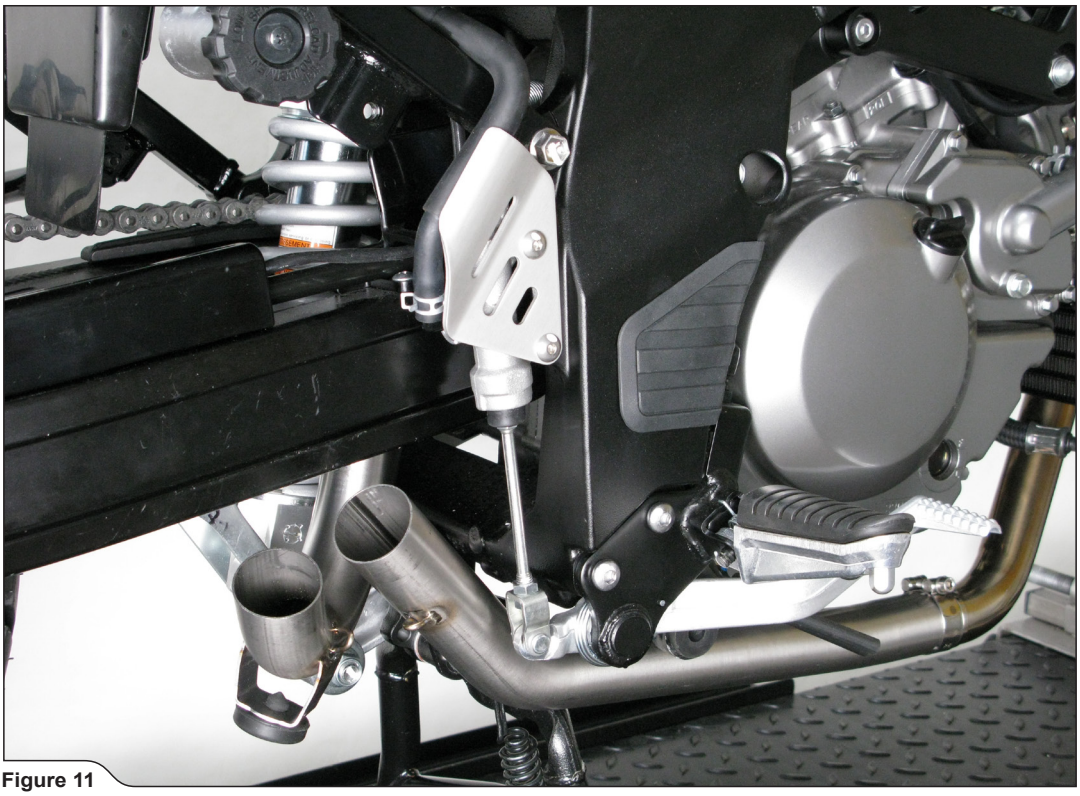

Figure 11
3. Slide the Akrapovič front pipes onto the front and rear stock headers, as show **(Figure 11).**